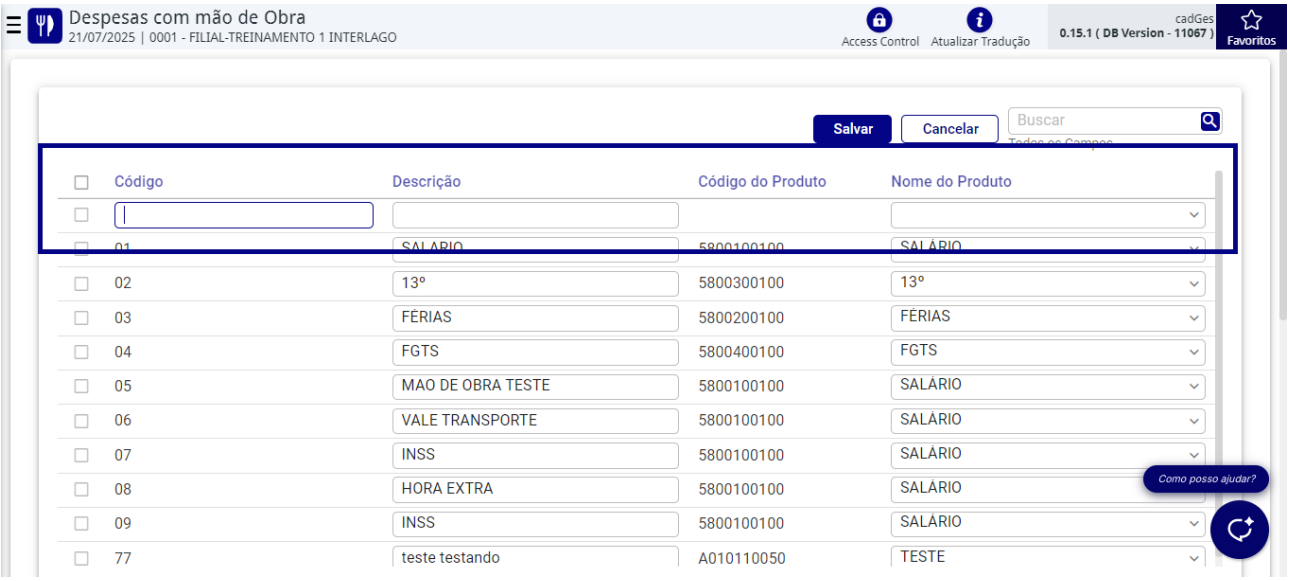

Figura 84: Campos
5. Preencha os campos no formulário (Figura 84) com as informações solicitadas: